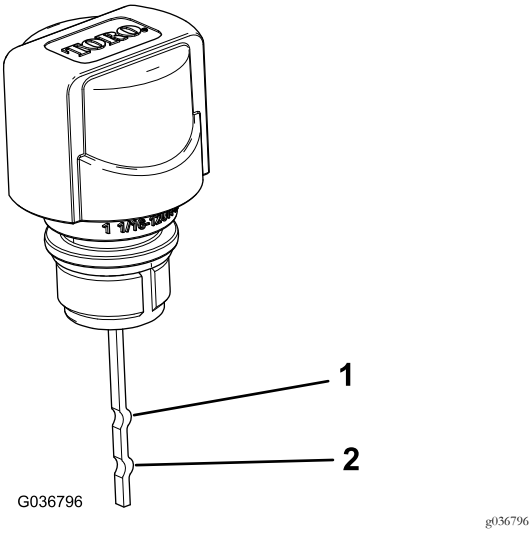

**Figur 22**
**Merk:** Væskenivået skal være mellom den øvre grensen og den nedre grensen på peilestaven (Figur 22).